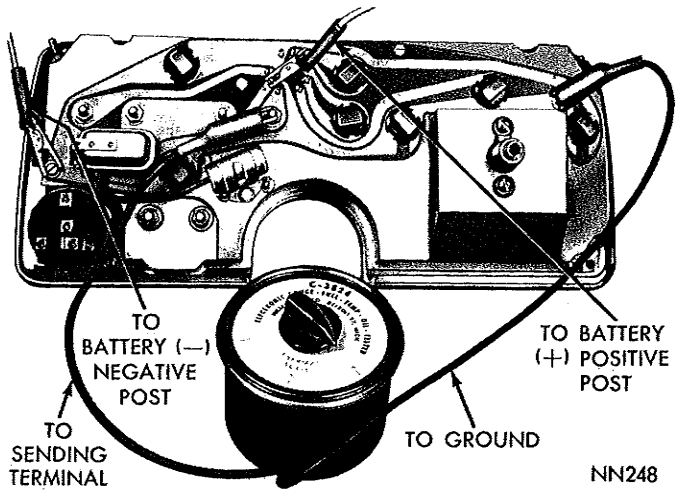
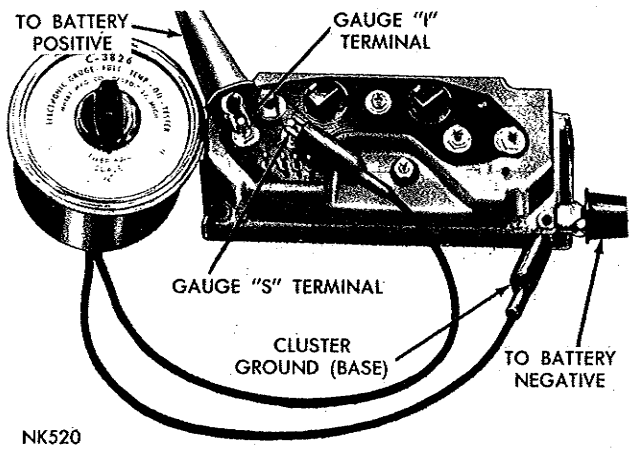

*Fig. 6—Testing Fuel Gauge—Valiant Models*
*Fig. 9—Testing Fuel Gauge—Fury Models*
### *Fuel Gauge (Figs. 6, 7, 8 and 9)*
(1) On all except Fury models, connect a jumper wire from ignition pin to the positive post of a test battery (Figs. 6, 7 and 8). For Fury models, connect jumper wire from "I" terminal of fuel gauge to positive post of test battery (Fig. 9).
(2) Connect a jumper wire from negative (—) post of battery to instrument cluster base (ground).
(3) Connect one lead from Tester Tool C-3826 to